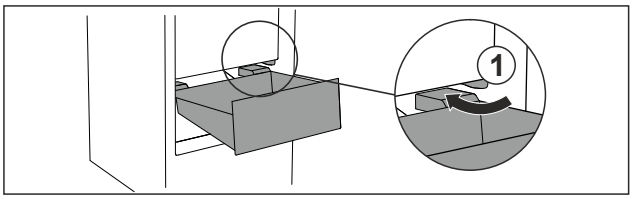

*Fig. 116*
- ▶ Zásuvku veďte šikmo podél zarážek *Fig. 116 (1)*.